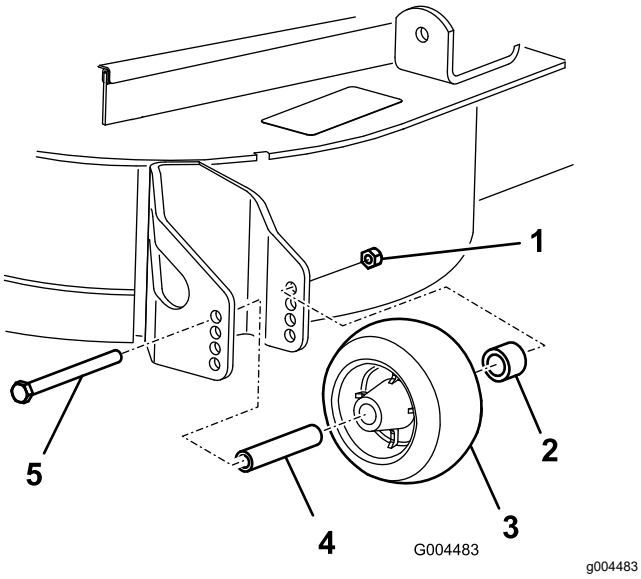

**Rysunek 10**
3. Po wyregulowaniu wysokości cięcia wyreguluj rolki, zdejmując nakrętkę kołnierzową, tuleję, przekładkę i śrubę (Rysunek 10).
5. Zamontuj nakrętkę kołnierzową, tuleję, przekładkę i śrubę. Dokręć z momentem od 54 do 61 N·m (Rysunek 10).